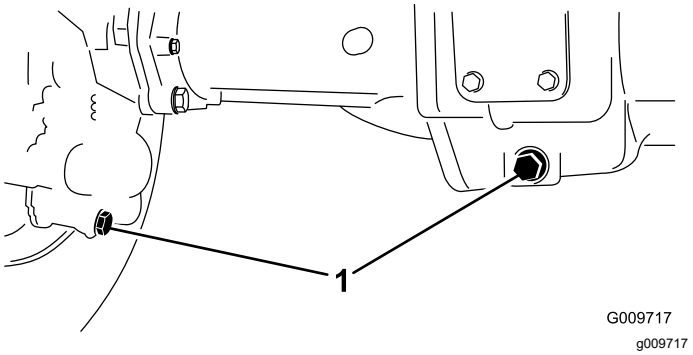

**Рисунок 107**
2. Очистите область вокруг 3 сливных пробок, по одной на каждом конце и одной в центре (Рисунок 107).